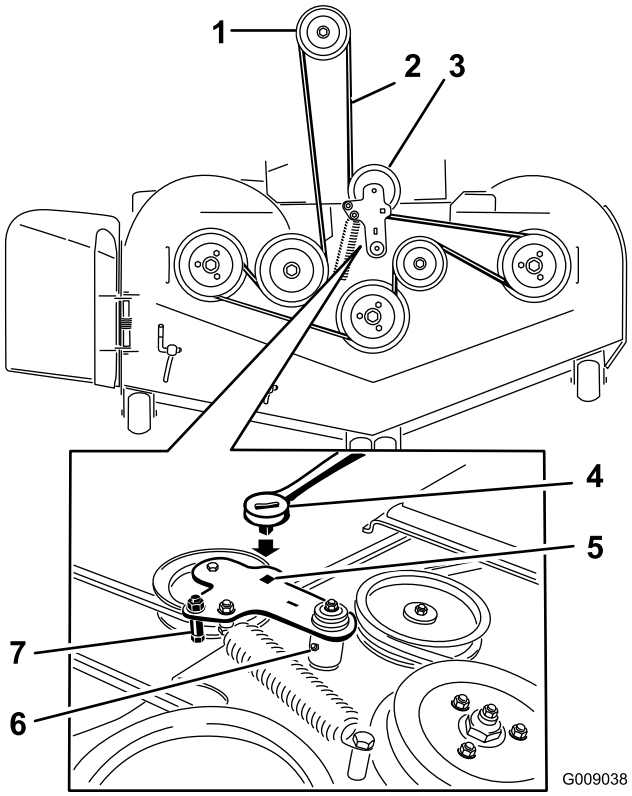

Figur 74
5. Brug en skralde i det firkantede hul i styrearmen for at fjerne spændingen på styrefjederen (Figur 74).
7. Fjern remstyret på den fjederbelastede styreremskivearm vist i Figur 74.
9. Før den nye rem rundt om plæneklipperens remskiver og koblingsremskiven under motoren (Figur 74).
10. Monter remstyret på styrearmen vist i Figur 74.
11. Monter styrefjederen ved at bruge skralden i det firkantede hul (Figur 74).